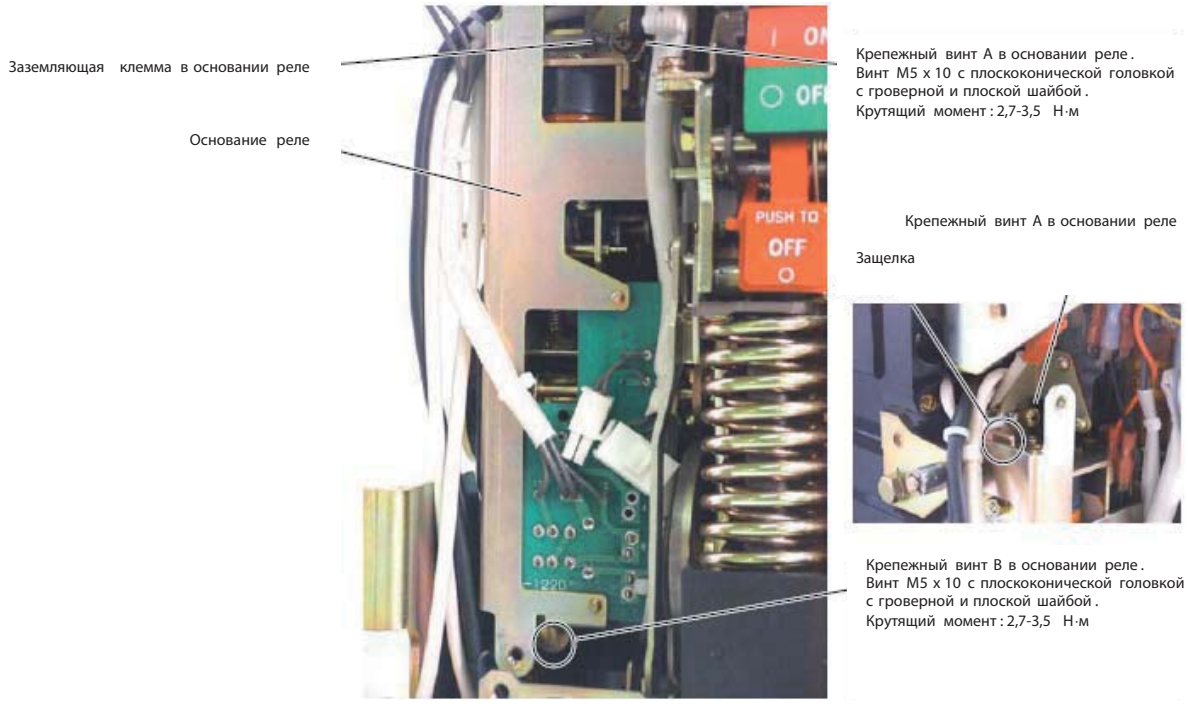

Рис. 58. Основание реле и связанные с ним части
8) Отвинтите крепежные винты А и В в основании реле, поднимите основание реле, чтобы защелка освободилась от других частей и положите его на верх отключающего механизма. См. рис. 58.